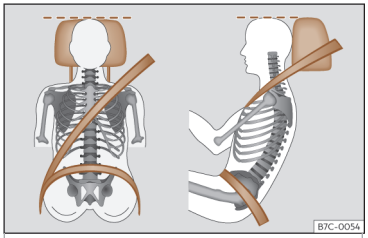

Fig. 3 Banda del cinturón y apoyacabezas ajustados correctamente.
- Ajuste el apoyacabezas de modo que el borde superior quede, en la medida de lo posible, a la altura de la parte superior de la cabeza, en ningún caso por debajo de los ojos. Mantenga la nuca lo más cerca posible del apoyacabezas››› **fig. 3** .